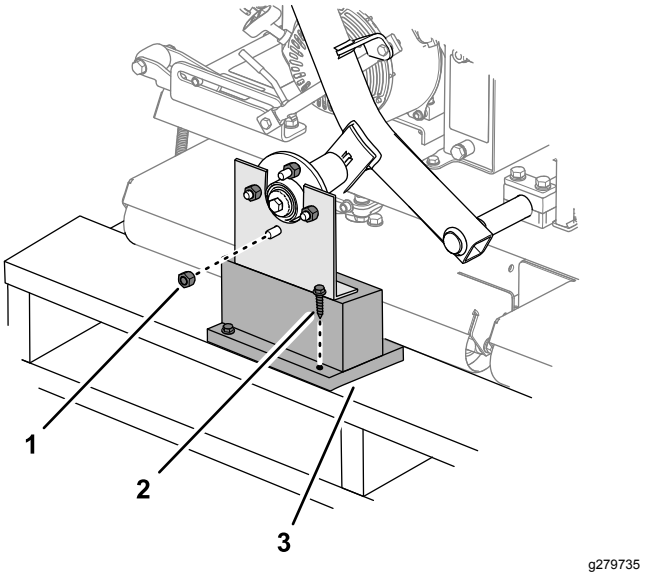

Figuur 3
1. Verwijder de wielmoeren waarmee de wielnaven vastzitten aan de transportbeugel (Figuur 3).
2. Verwijder de andere wielmoer die op de wielbout geschroefd is (Figuur 3).
3. Verwijder de kraagschroeven waarmee de transportbeugels aan het laadbord zijn bevestigd, en verwijder de beugel (Figuur 3).